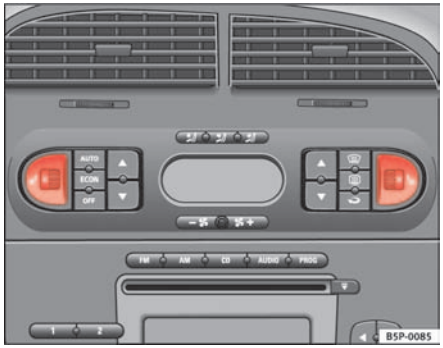

Fig. 96 Thumb wheel for the front seat heating
– Turn the appropriate thumb wheel ⇒ fig. 96 to switch on the seat heating. The seat heating is switched off in the **0** position.